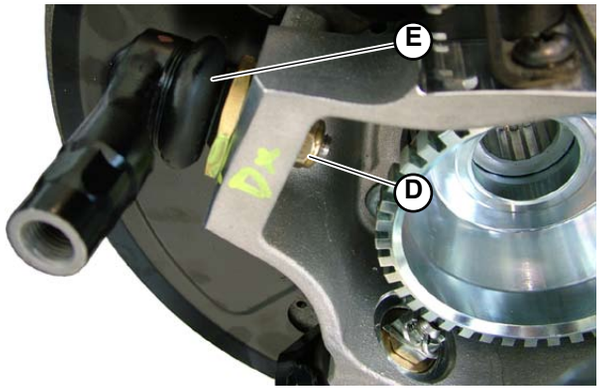

Fig.2
3. Unscrew the nut **(D-Fig.2)** and extract the steering joint **(E-Fig.2)**.